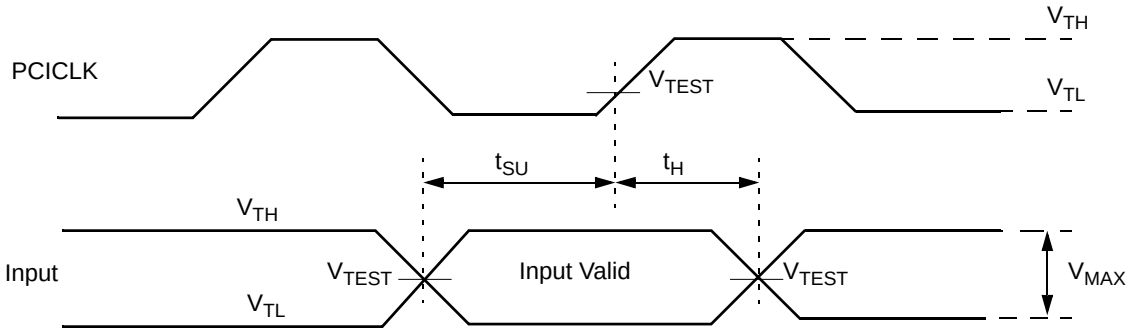

Figure 7-15. Input Timing Measurement Conditions
5. See the timing measurement conditions in Figure 7-15.